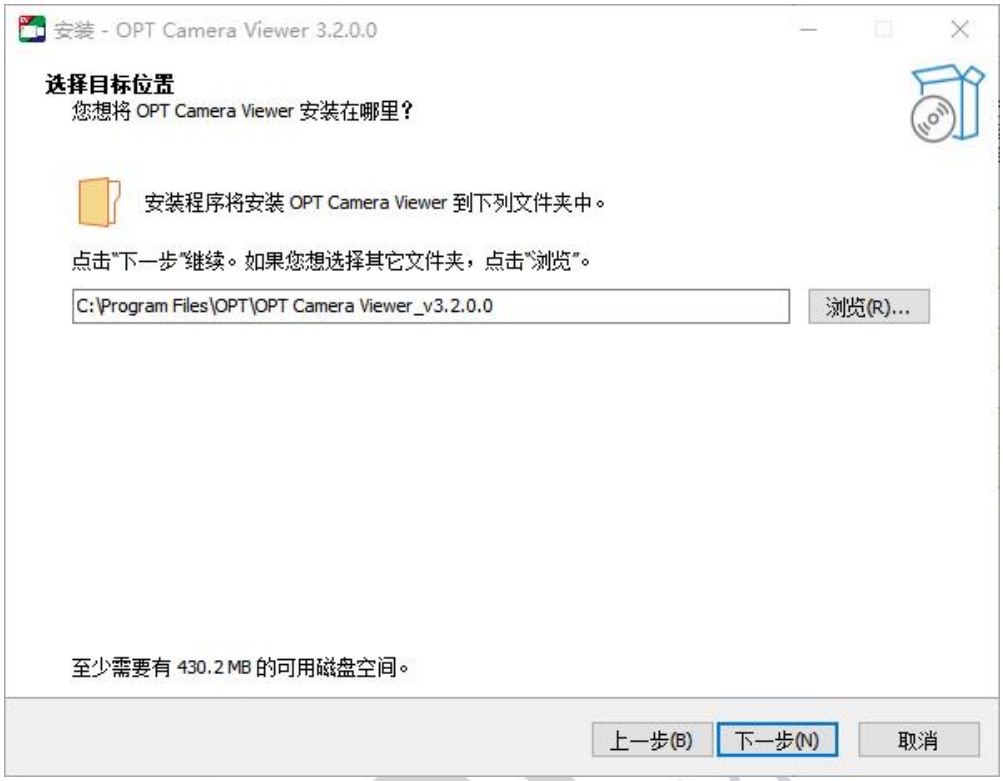

图 3-3 安装文件夹窗口
4. 进入安装文件夹窗口，如图 3-3 所示，选择软件安装路径（默认路径为：C:\Program Files\OPT\OPT Camera Viewer_v3.2.0.0）并点击下一步按钮，继续安装流程。